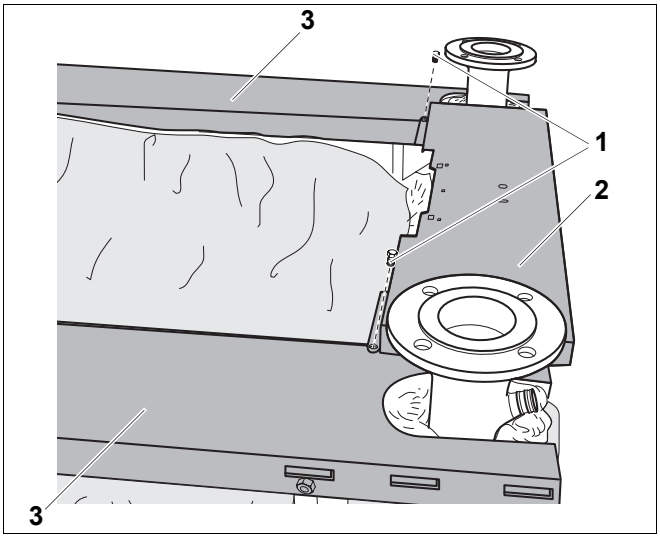

Rys. 74 Montaż przedniej pokrywy kotła
- Nałożyć przednią pokrywę kotła (rys. 74, **poz. 2**, obudowa, opakowanie A) i przymocować dwoma śrubami z łbem płaskim 3,9 × 9,5 (rys. 74, **poz. 1**) do bocznych pokryw kotła (rys. 74, **poz. 3**).